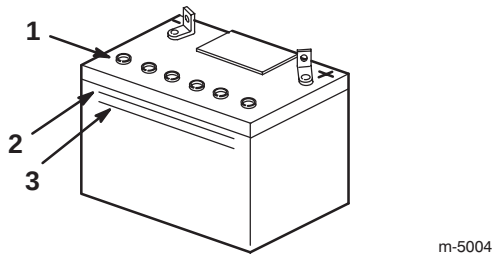

Bild 19
2. Sehen Sie sich die Seite der Batterie an. Der Füllstand muss bis zur oberen Linie reichen (Bild 19).
Hinweis: Der Säurestand darf nicht unter die untere Linie fallen (Bild 19).
3. Nehmen Sie die Entlüftungsdeckel von der Batterie ab (Bild 19).
4. Gießen Sie langsam destilliertes Wasser in jede Batteriezelle, bis der Säurestand die obere Linie (Bild 19) am Batteriegehäuse erreicht.
5. Warten Sie nach dem Füllen der Batteriezellen fünf bis zehn Minuten. Gießen Sie bei Bedarf destilliertes Wasser in jede Batteriezelle, bis der Säurestand die obere Linie (Bild 19) am Batteriegehäuse erreicht.